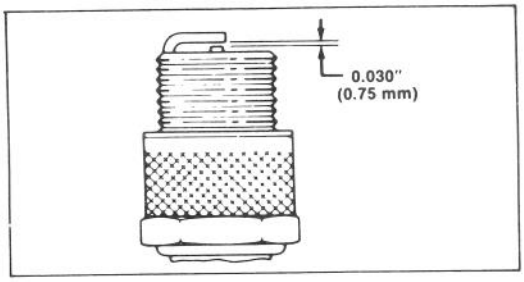

Figure 12
3. Set air gap at 0.030" (0.76 mm) (Fig. 12). Install correctly gapped spark plug and gasket seal. Tighten plug firmly to 15 ft-lb (20.4 N·m).